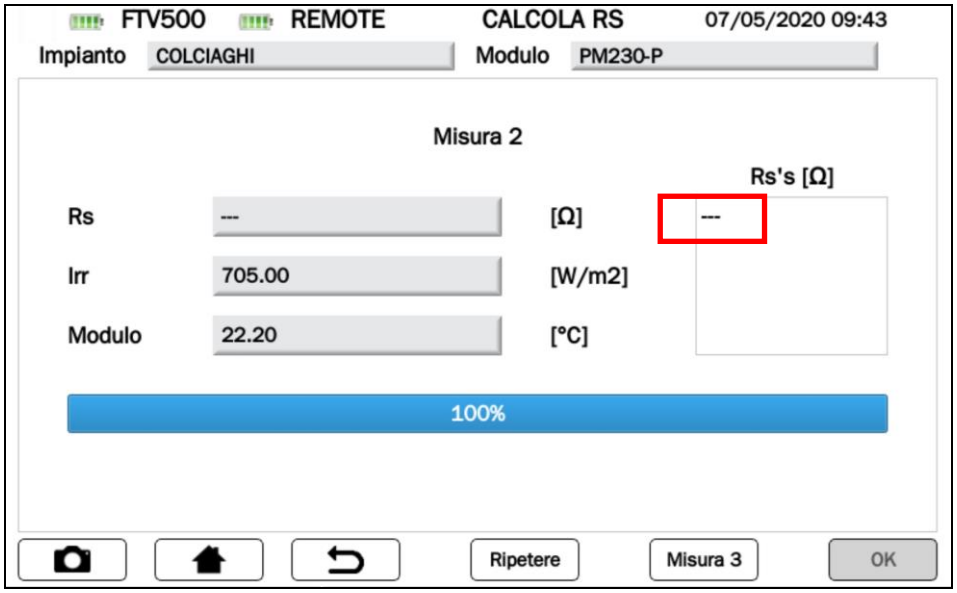

Figura 14.7.3-17 Schermata misura RS "---"
- In caso la misura di Rs (vedi Figura 14.7.3-16) non venga visualizzata, controllare: